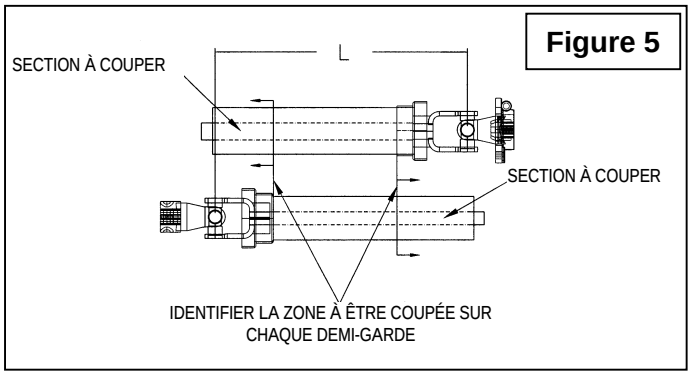

Figure 5
3. Placer les deux demi arbres l'un à côté de l'autre et trouver la longueur **"L"** entre les deux centre en centre des joints universels. Identifier la zone à être couper sur chaque demi-garde tel qu'illustré à la Figure 5